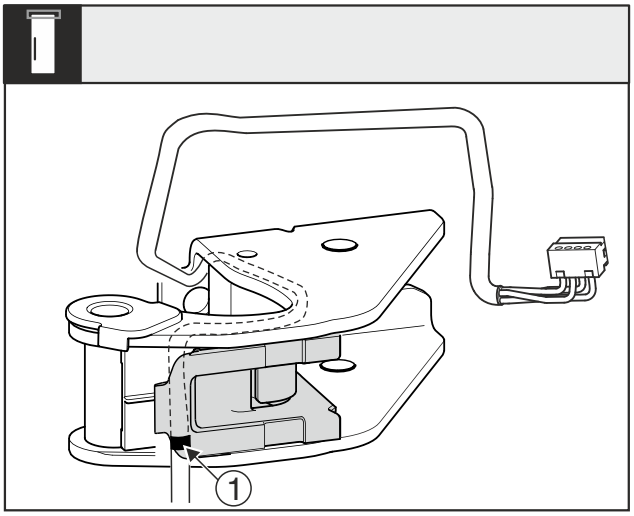

Fig. 18
▷ Mittlere Markierung *Fig. 18 (1)* muss dabei auf der Kante der Kabelhalterung liegen.